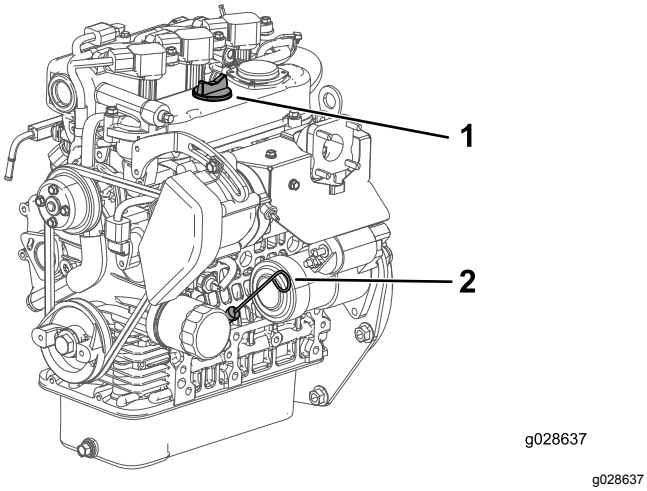

图35
4. 取出量油尺用干净的抹布擦拭图35。
5. 将量油尺插入量油尺管道中并确保它完全插入图35。
6. 取出量油尺并检查油位图35。
7. 如果油位较低请取下加油颈盖图35然后添加足够机油将油位提高到量油尺上的“已满”标记。
8. 将量油尺固定到位图35。